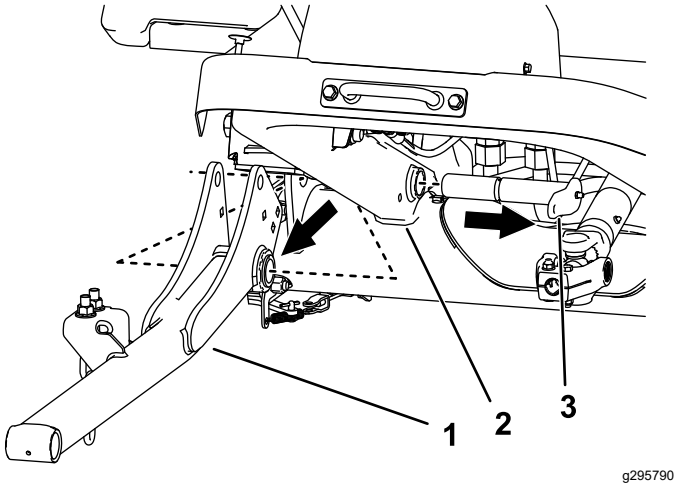

Figure 5
E. Remove the lift arms and large pins from the machine frame (Figure 5).